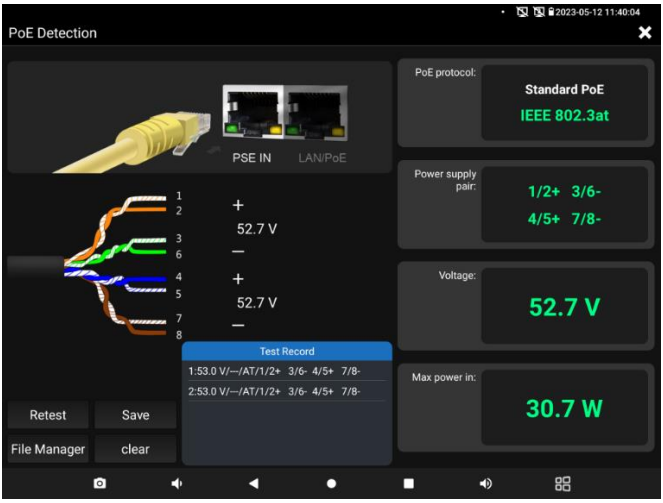

Рис. 158 Интерфейс приложения «PoE Detection»
4. На экране отобразится напряжение на пронумерованных парах, используемый PoE протокол, метод подачи PoE, потребляемую устройством мощность в ваттах, рис. 158